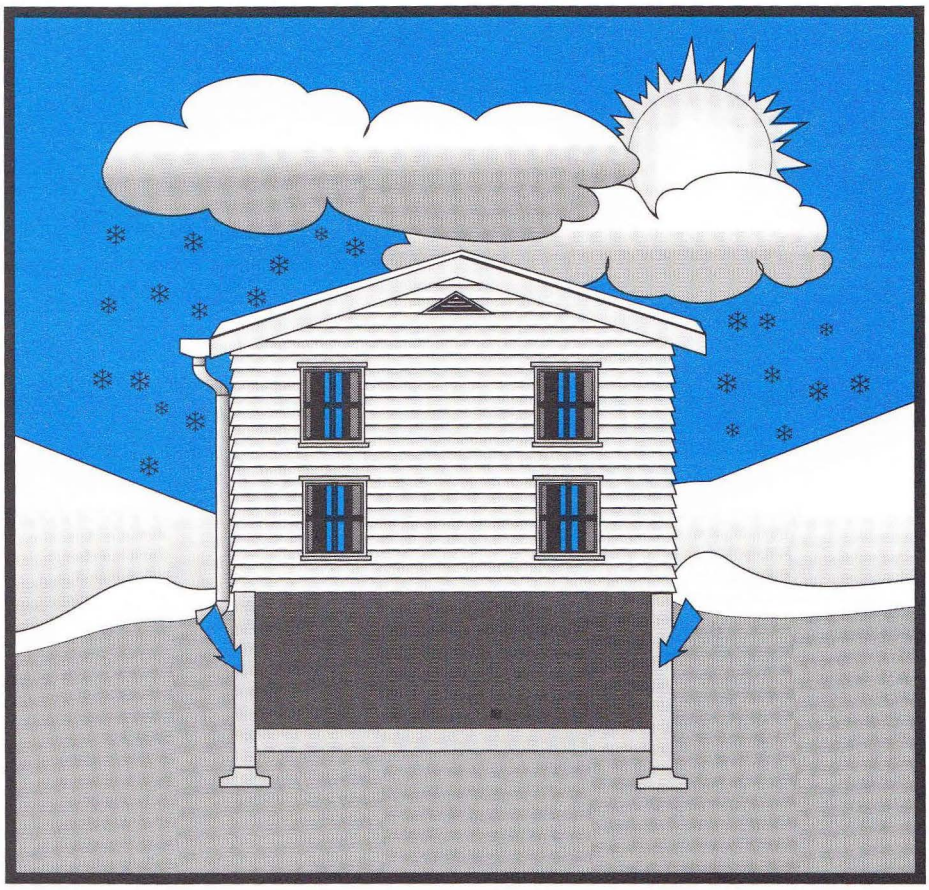

**FIGURE 22**
- Melting snow (as well as rain and surface water) adjacent to *foundation walls* can lead to water entering at the point where paved or grassed areas meet the *foundation walls*. From there it can often leak through the *foundation walls* and into the basement. (See Figure 22.)